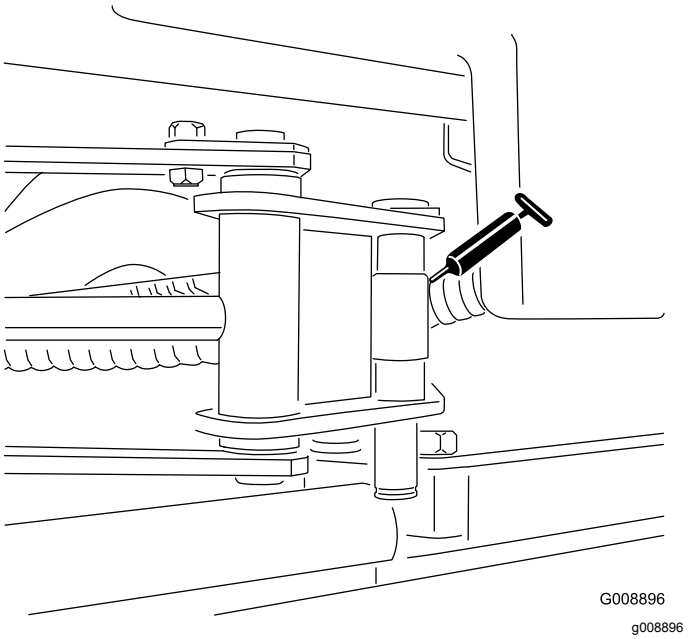

Figuur 51
- Uiteinden van cilinder van Sidewinder (2; uitsluitend model 03171) (Figuur 51)